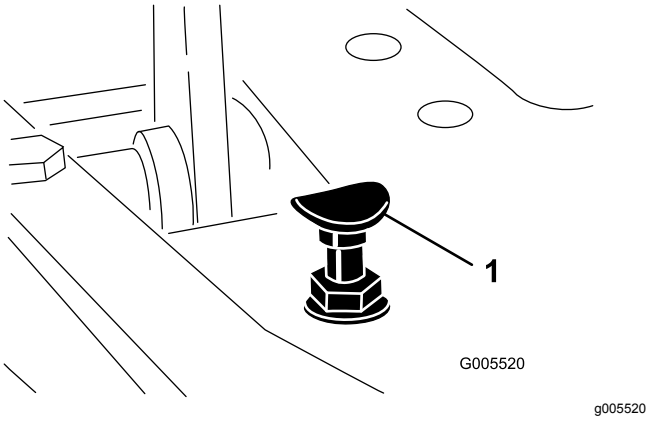

Figura 47
Per ottenere la velocità massima di trasferimento mettete la leva di comando delle funzioni in posizione di TRASFERIMENTO e premete il pedale di trazione. Se il pedale tocca il fermo (Figura 47) prima che avvertiate la tensione sul cavo, effettuate la seguente procedura di regolazione:
1. Spostate la leva di comando delle funzioni in posizione di TRASFERIMENTO e allentate il dado di bloccaggio che fissa il fermo del pedale alla piastra di appoggio (Figura 47).